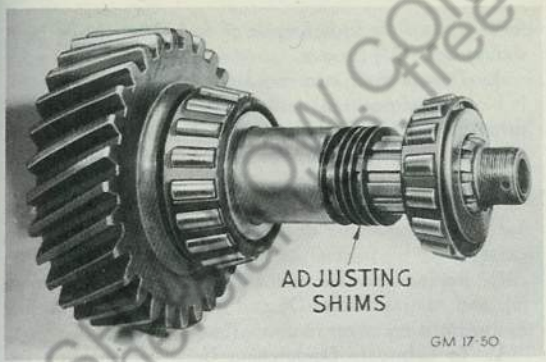

Fig. 21 Main Drive Gear Bearings Are Adjusted With Shims Located as Shown.
5. Replace original shim pack (85) on shaft (84), Fig. 21, and slide outer bearing cone (92) on shaft from rear. Be sure rollers are oiled with engine oil.
6. Replace rear cap and brake support (95), using new gasket (94) between cap and cage. Install tapered dowels and tap in place. Replace cap screws and tighten screws securely.